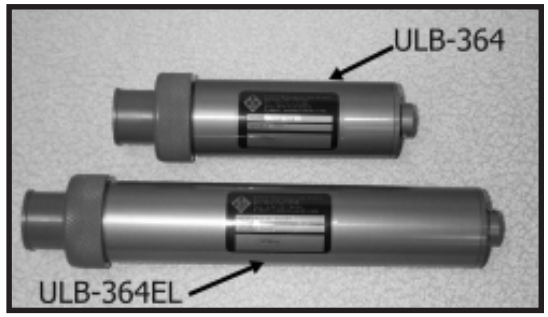

**FIGURE 1. UNDERWATER ACOUSTIC BEACON MODEL ULB-364**
1.3.2. ULB-364/EL. Same as the standard ULB-364 but has a longer case which holds six 9 Volt alkaline or lithium batteries substantially increasing the days of life of the beacon for operations that require longer deployment time. See FIGURE 1.